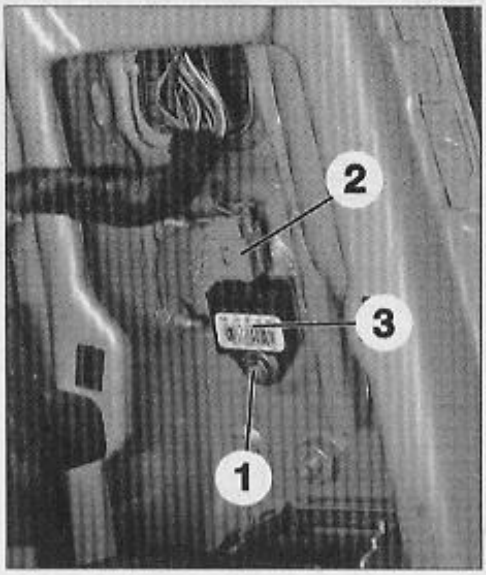

FIG. 25
• Déposer l'écrou (1) (Fig.25).